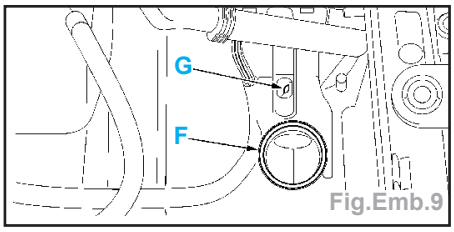

Fig.Emb.9
- Avant de reposer le filtre à air, vérifier la présence et le bon positionnement des éléments suivants (Fig.Emb.9) :
- joint d'étanchéité (en (F)),
- butée (en (G)).